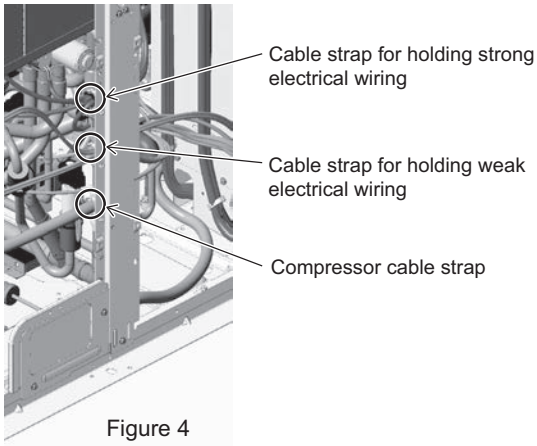

Figure 4
(6) Remove the 3 cable straps from the center pillar. (See Figure 4.)